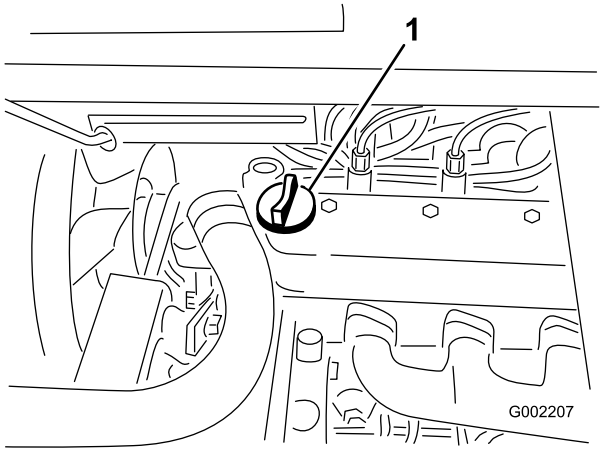

Figure 16
3. If the oil level is low, remove the filler cap from the valve cover (Figure 16) and pour oil into the opening until the oil level is up to the Full mark on